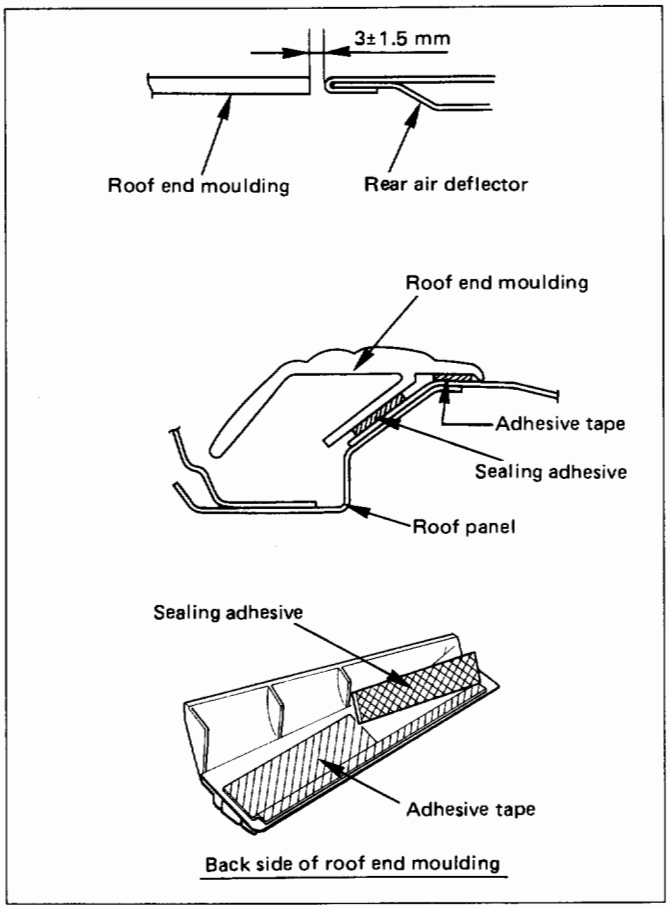

Fig. 10-254
- Install the roof end moulding and the rear air deflector so that the installation clearance between them is within the specified values, and fix it with the adhesive tape and sealing adhesive securely (Fig. 10-254).